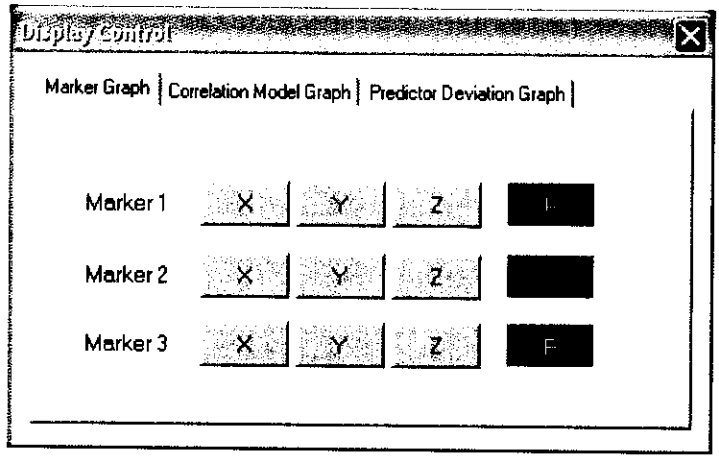

**Figure 23 Marker Graph Display Control**
The Marker Graph tab (*Figure 23 Marker Graph Display Control, page 31*) allows you to select which positional data measurements are shown in the Correlation Graphs display. Each row of buttons on this tab corresponds to positional measurements along the X, Y, Z and radial (R) axes for a single Tracking Marker. When a button is clicked, the correlation model for that Tracking Marker along that axis is displayed in the Correlation Graphs.